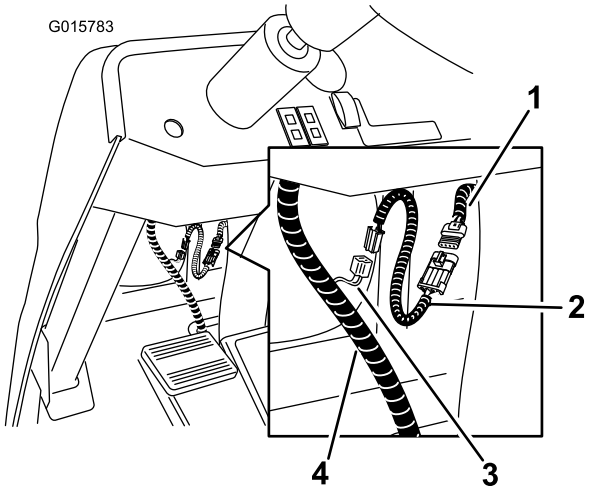

Figur 18
B. Montera adaptern på huvudkablaget genom att koppla in passande kontakter med fyra stift. (Figur 18).
C. Anslut adapterns kablage till CE-kablaget (Figur 18).